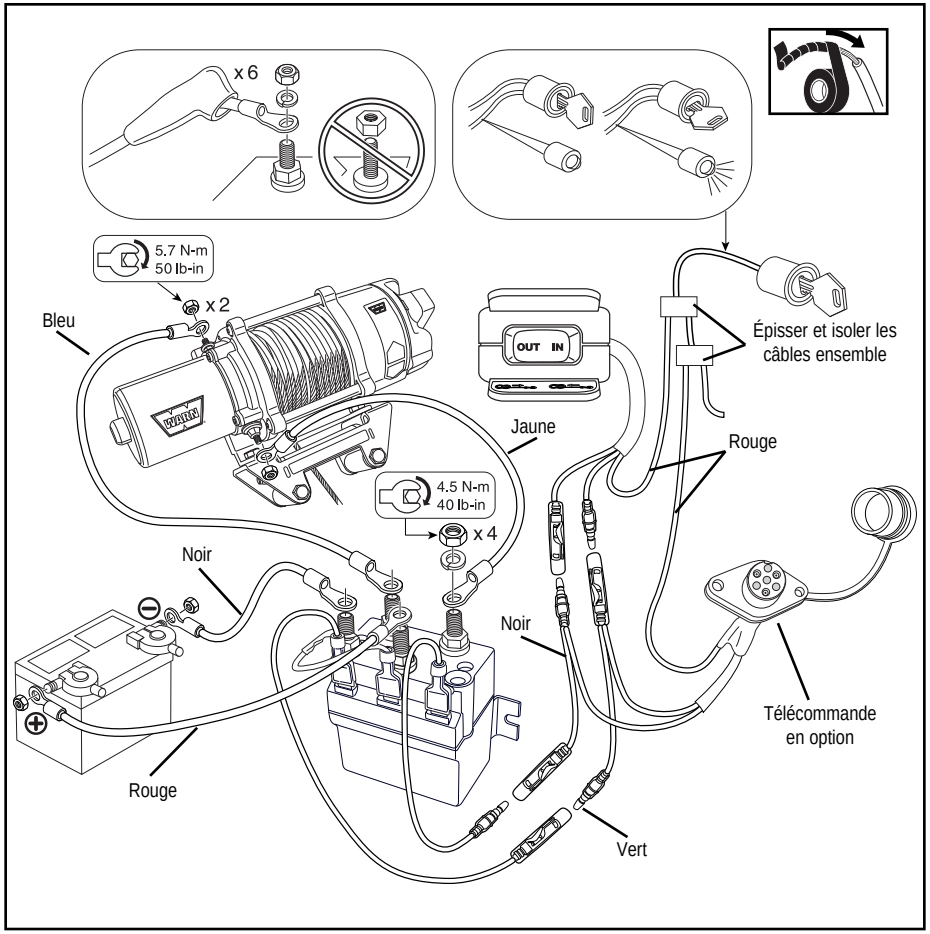

Figure 11. Schéma de câblage
1. Faire glisser les capuchons de borne sur les extrémités des câbles jaune et bleu. Voir la figure 11 à la page suivante.